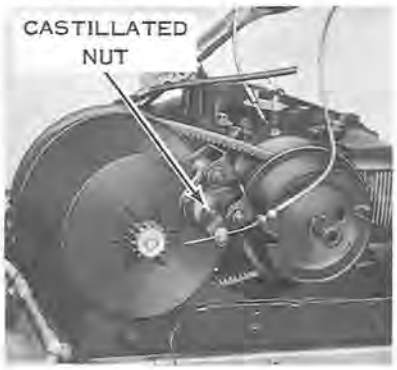

Figure 9-22. (1966)
a. Tighten brake by removing cotter pin and turning castillated nut until there is a slight drag on the brake disc (see Figure 9-22).